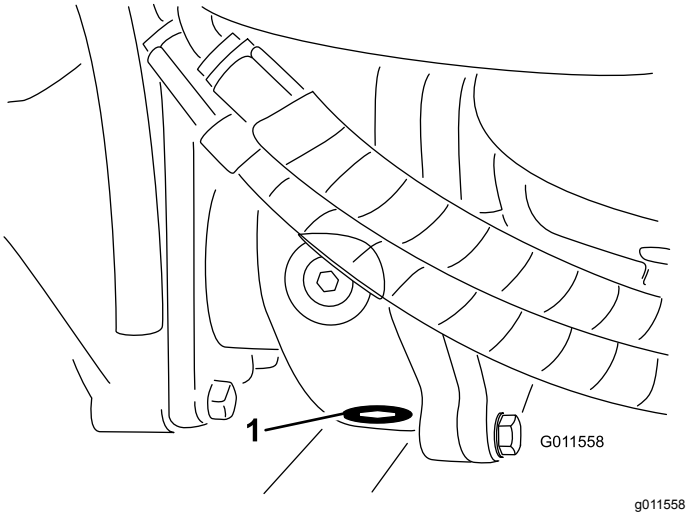

Figur 70
5. Rengör området kring avtappningspluggen på botten av växellådan (Figur 70).